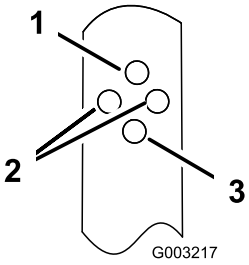

Figur 14
2. För in bulten som fäster handtaget i önskat läge genom hålet på handtagsfästet (Figur 14).